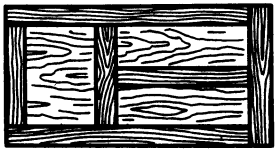
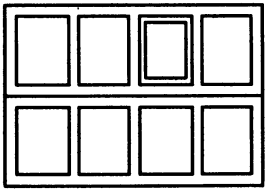

Рис. 177
Рис. 178
69. 1) Можно ли по рисунку определить, где у двери низ, а где верх (рис. 177)? То же с окном (рис. 178).